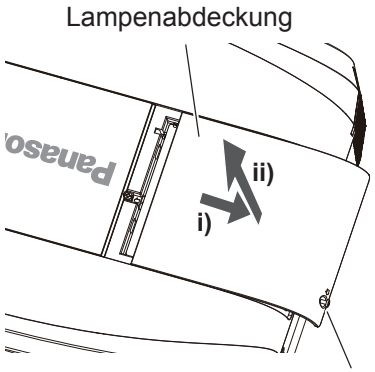

Abb. 1
2) Entfernen Sie die Lampenabdeckung. (Abb. 1)